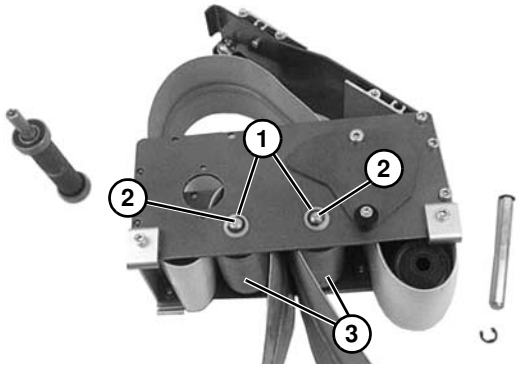

Figure 69
a. Sur les convoyeurs de largeur 44 mm, 70 mm ou 95 mm, retirer l'anneau de fixation et les rondelles **(Figure 69, élément 1)**. Retirer l'axe de la poulie **(Figure 69, élément 2)** et retirer les poulies **(Figure 69, élément 3)**.